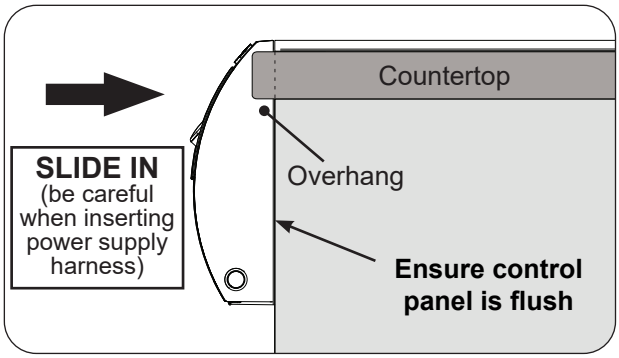

Fig. 28-2 Slide in unit (ensure flush)
- Ensure the unit fully slides in so that the control panel sits flush against the enclosure front wall. See Fig. 28-2 and see the COUNTERTOP OVERHANG section in ENCLOSURE REQUIREMENTS for details.